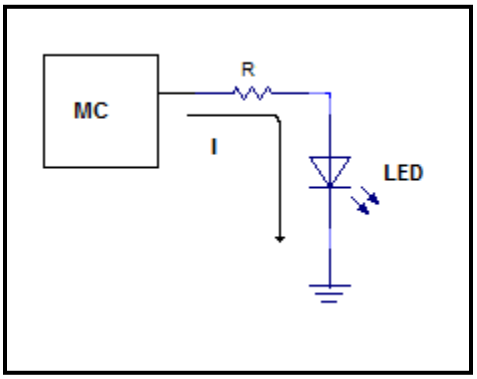

Figura 1.4a. Activación de un led con un "1" lógico.
- El led se activa con 1 en el pin (**figura 1.4a**):